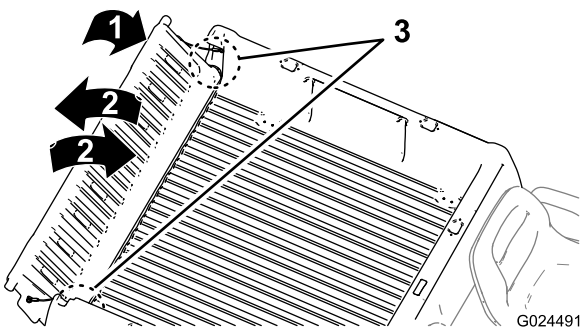

Figura 12
2. Ruotate la sponda posteriori in posizione di circa 45° (Figura 12).
3. Agitate con un movimento rapido per ruotare la sponda posteriore avanti e indietro più volte (Figura 12).